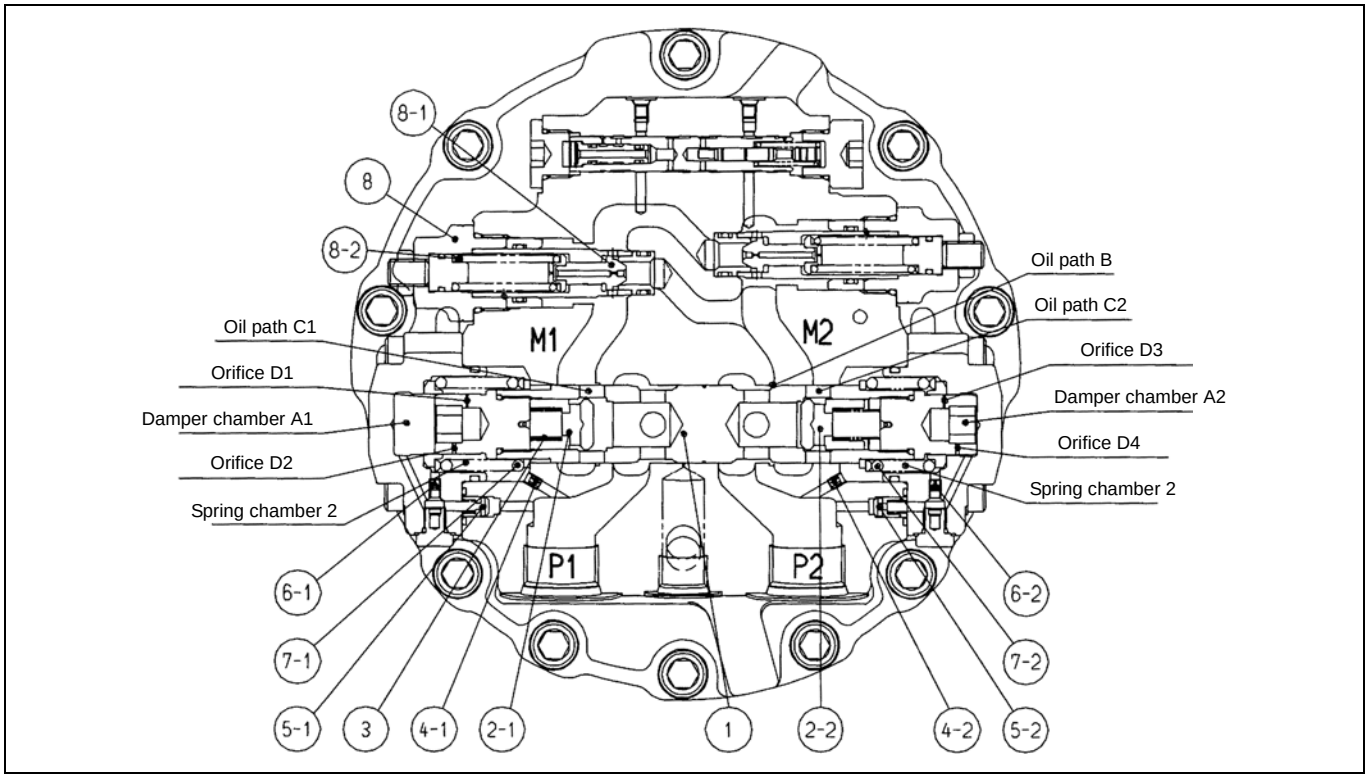

Figure 6. Double counter balance valve when motor rotating
B. When motor starts (Figure 6)
C. Counter balance function (Figure 6)